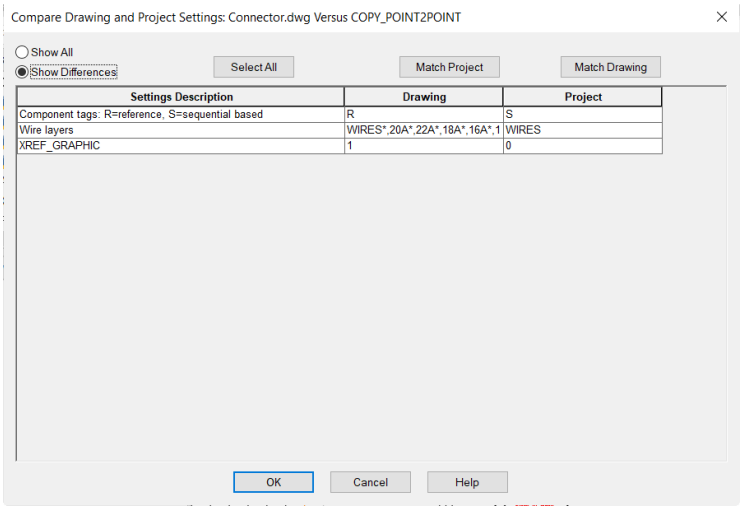

Figure 2-75 *The* ***Compare Drawing and Project Settings: DEMO007.DWG Versus COPY_POINT2POINT*** *dialog box*
2. Select the **Connector.dwg** from **Copy_Point2Point** in the **Projects** rollout and right-click; a shortcut menu is displayed. Choose **Properties** from the shortcut menu; a cascading menu is displayed. Choose **Settings Compare** from the cascading menu; the **Compare Drawing and Project Settings: Connector.dwg Versus COPY_POINT2POINT** dialog box is displayed, as shown in Figure 2-75.